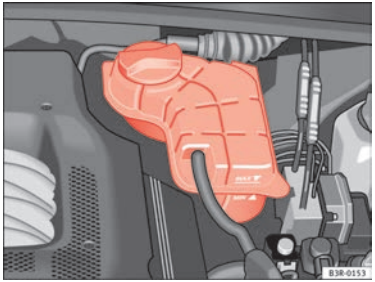

Abb. 171 Motorraum: Kühlmittelbehälter
– Lesen Sie den Kühlmittelstand an dem Kühlmittel-Ausgleichsbehälter ⇒ Abb. 171 ab. Er muss bei kaltem Motor zwischen den Markierungen „min“ und „max“ liegen. Bei warmem Motor kann er auch etwas über der Markierung „max“ liegen.
– Legen Sie einen Lappen auf den Deckel des Kühlmittel-Ausgleichsbehälters ⇒ Abb. 171 und schrauben Sie den Deckel **vorsichtig** linksherum ab ⇒ ⚠.